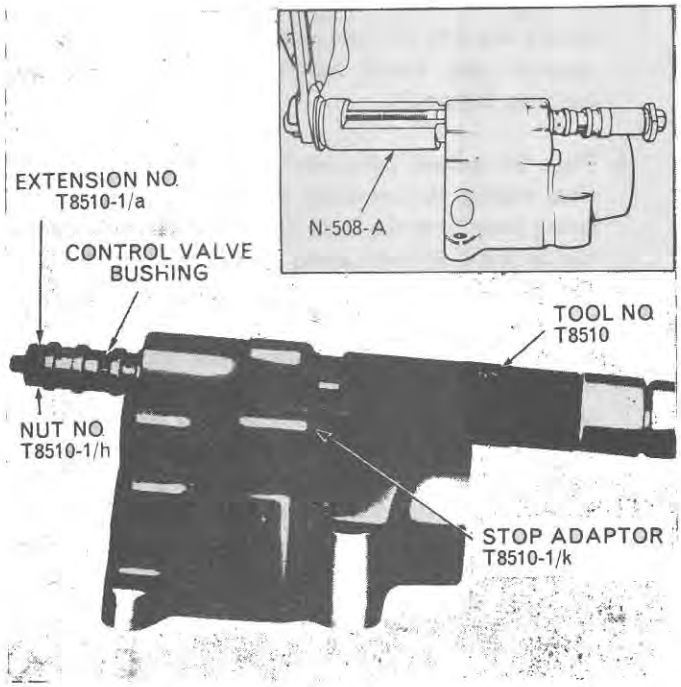

Figure 27
6. Insert the Guide and Stop Adaptor T.8510-1/k (spigot end first) into the rear of the control valve bushing bore and working from the rear of the cylinder, pass Extension No. T.8510-1/a fitted to Lift Cylinder Bushing Remover and Replacer No. T.8510 through the guide. Locate the control valve bushing over the extension. It will be noted that the lands of the bushing vary in size and should be replaced with the counter-bored end to the front of the cylinder. Lubricate the bushing and using Nut No. T.8510-1/h to retain the bushing and centralize the extension, pull the bushing into the bore until the front face of the bushing meets the inner face of the guide, Figure 27. Slacken the wing nut of the tool and reverse the guide, passing the spigot into the body of the tool so that the larger face of the guide is presented to the rear face of the cylinder. Re-tighten the wing nut of the tool and draw the control valve bushing fully into position to seat against the guide so that the front end of the bushing is flush with the front face of the cylinder.
Alternatively use Lift Cylinder Bushing Remover and Replacer No. N-508-A to install the control valve bushing, inset—Figure 27.